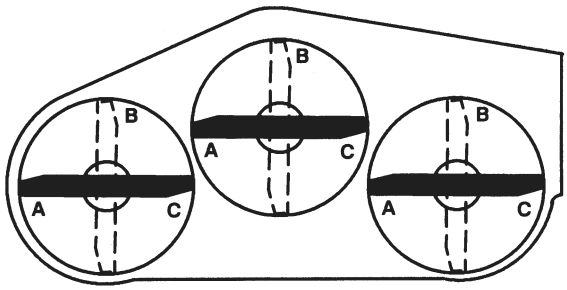

Afbeelding 21
6. Noteer de meetresultaten die verkregen werden in de “A”-positie, draai de messen naar de “B”-positie (Afb. 21), meet de afstand van alle messen tot aan het horizontaal vlak en noteer de meetresultaten (Afb. 22).
7. Draai de messen naar de “C”-positie, meet en noteer de meetresultaten (Afb. 21, 22).